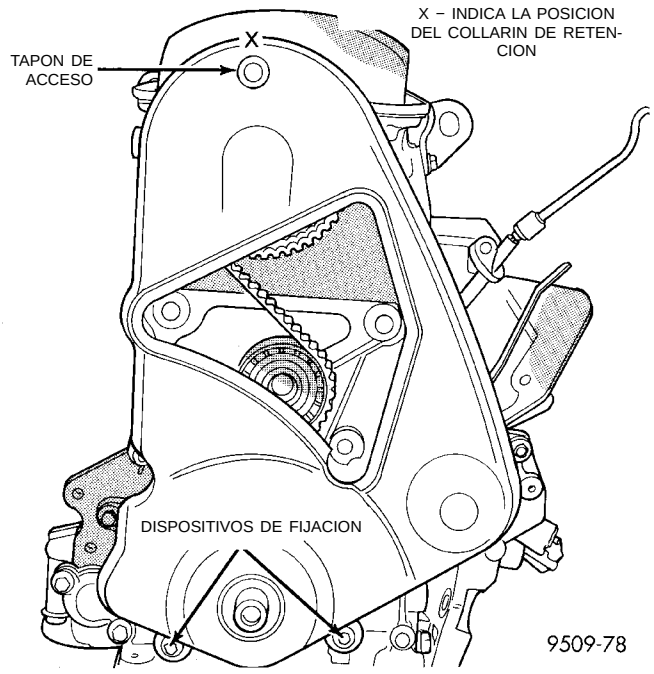

Fig. 46 Tapa de la correa de distribución
(7) Retire la tapa delantera de la correa de distribución (Fig. 46).